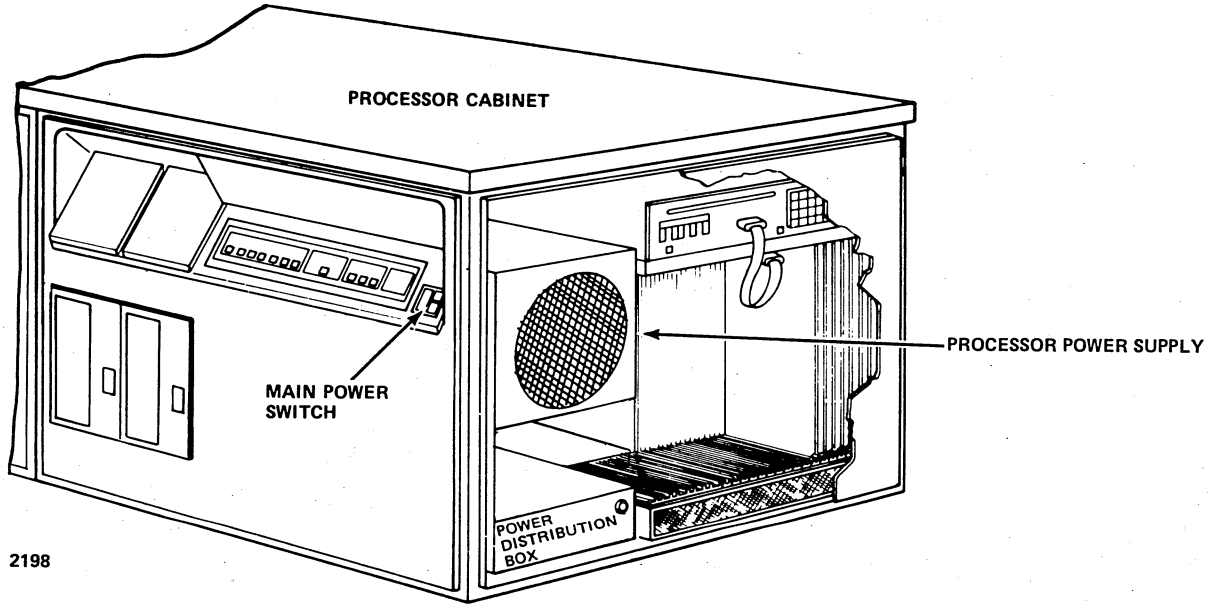

Figure 25-5. Processor Power Supply and Power Distribution Box Location
2. If the processor cabinet panels have not been removed, remove the rear, left, and right side panels from the processor cabinet. Remove the cover from the power distribution box. Refer to figure 25-5.